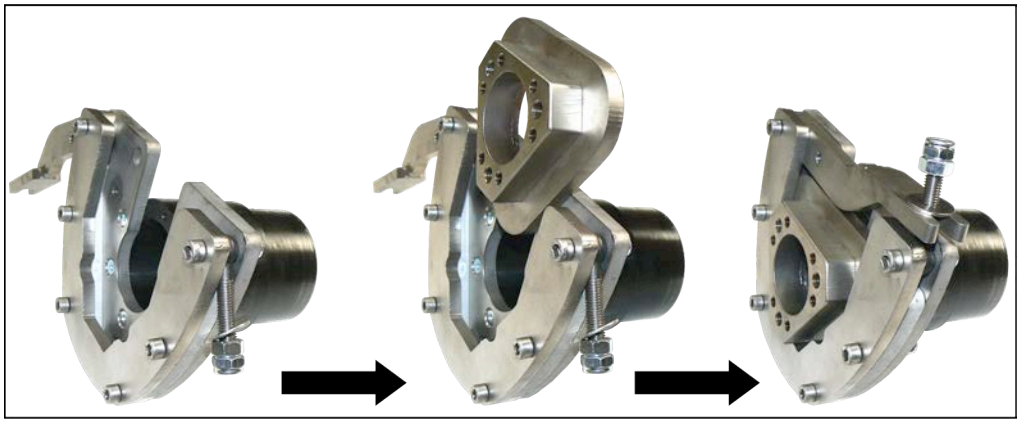

Figure 3-14 Quick Lock System
This system is comprised of triangular plates on the projector bracket that mate with a slots on the VIP Dual tilt mechanism (***Figure 3-14***). They are secured with a latch that fastens with (2) nuts, (3) blocking bolts and (1) safety bolt. With only a few steps, the user can quickly change out projectors that have been pre-mounted onto brackets.